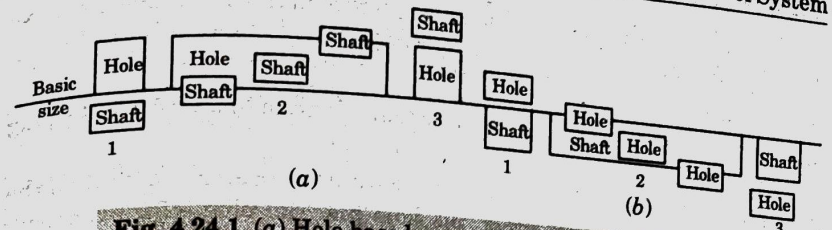

Fig. 4.24.1. (*a*) Hole based system, (*b*) Shaft based system.
2. Refer Fig. 4.24.1(*a*) in this system, lower deviation of hole is zero.
2. Refer Fig. 4.24.1(*b*) this system, the upper deviation of shaft is zero.